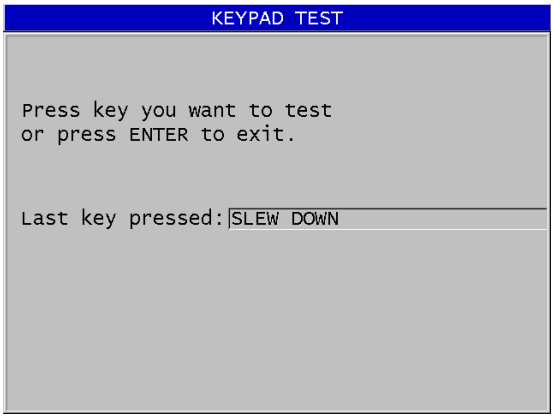

Rysunek 15-2 Ekran KEYPAD TEST (Test klawiatury)
4. Po wybraniu pozycji **KEYPAD TEST** (Test klawiatury) na ekranie **KEYPAD TEST** (Test klawiatury) (patrz Rysunek 15-2 na stronie 312):